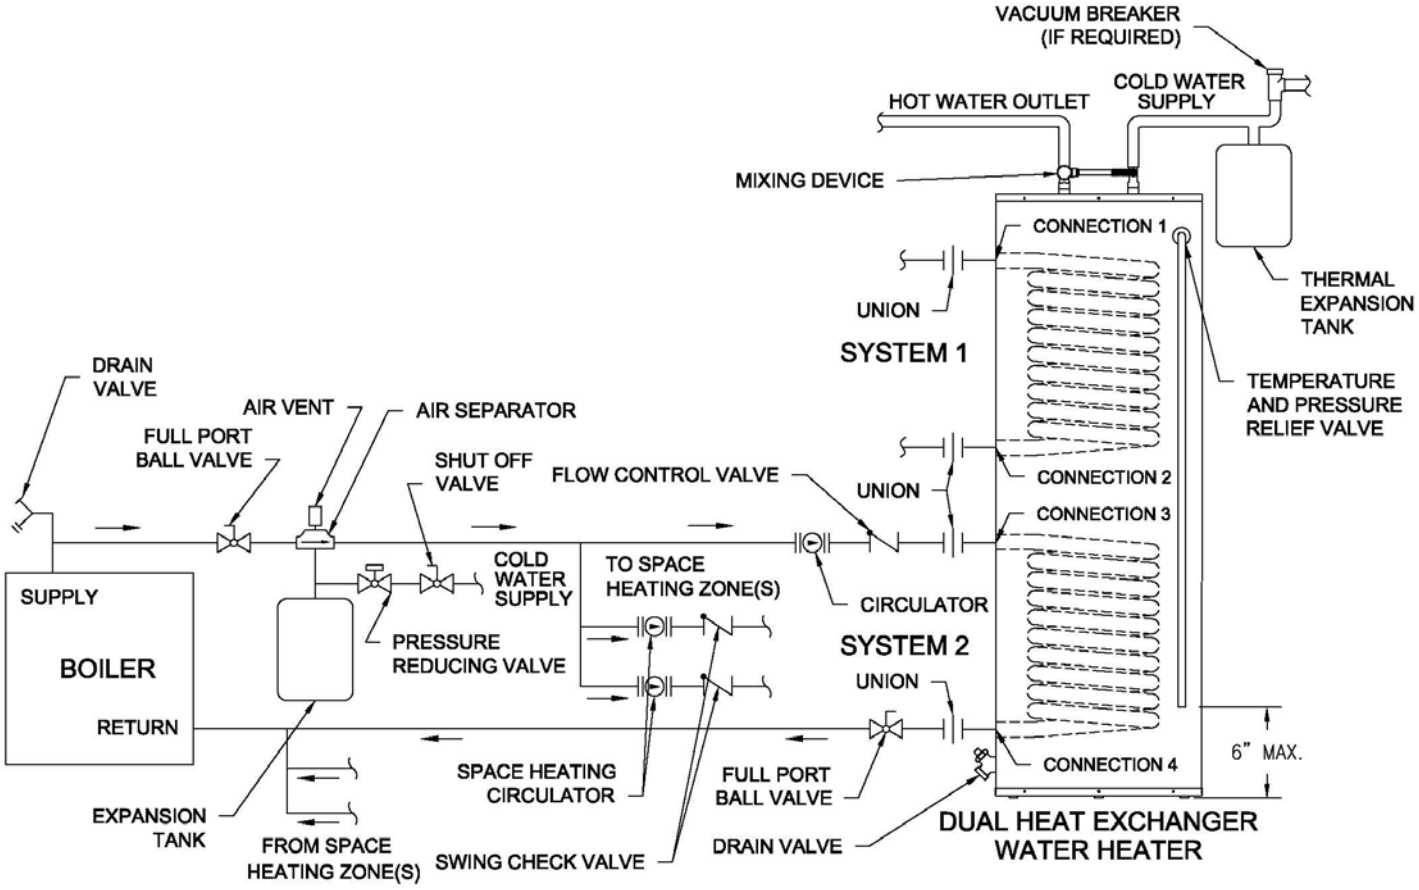

Figure 8 – Boiler Piping in Closed-loop Installation for Single Heat Exchanger
1. For a boiler heating system that utilizes a single heat exchanger, refer to Figure 8. Due to each system being independent of each other, the upper system's connection to heat exchanger 1 is not shown. The indirect water heater connection designated as CONNECTION 3 should be piped to the boiler supply piping. Mount the circulator making sure the flow arrow points toward the water heater. The use of shut-off valves and unions are recommended for future service convenience. The use of an air separator and vent is required to eliminate air in the system. Pipe and fittings between the boiler and indirect-fired water heater must be ¾" diameter or larger. The indirect water heater connection designated as CONNECTION 4 according to Figure 8 should be piped to the boiler return piping.